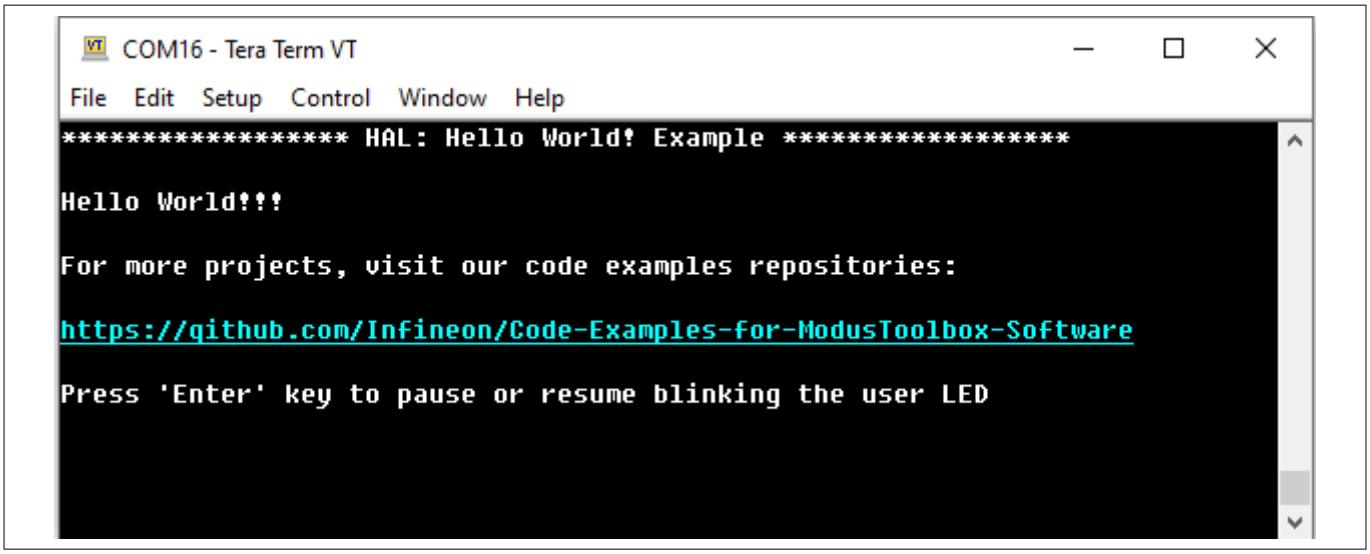

Figure 6 Serial terminal boot message
4. Press the **XRES button (SW1)** on the board and confirm that the serial terminal application displays the bootup message as shown in Figure 6